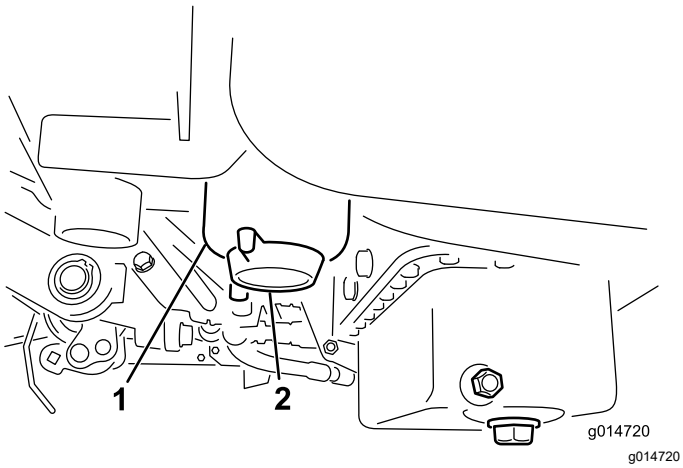

Figura 34
3. Abra el tapón de vaciado del filtro de combustible aproximadamente una vuelta y drene cualquier agua acumulada (Figura 34).